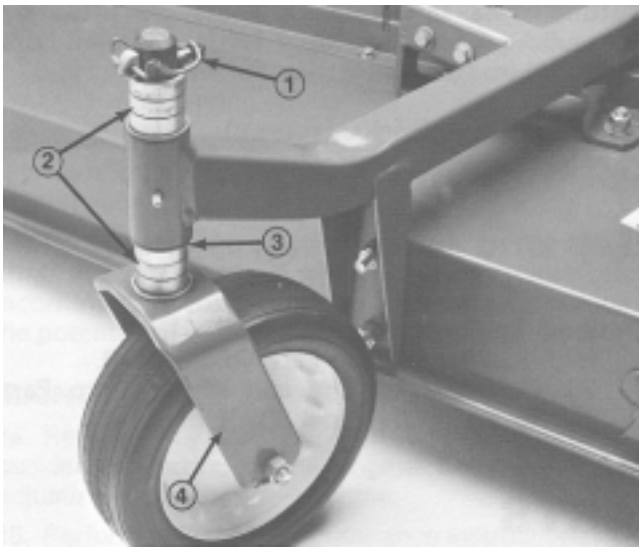

Figure 1
3. Slide spacers onto castor spindle to get desired height–of–cut: refer to Height–of–Cut Chart, Page 10. Slide thrust washer onto spindle, push large caster spindle through front caster arm and small caster spindle through rear caster arm, install remaining spacers onto spindle and install lynch pin to secure assembly (Fig. 1, 2).
IMPORTANT: Thrust washer -- not the spacers -- must contact the bottom of the caster arm (Fig. 1, 2).
Note: Insert lynch pin in front side of spindle with caster wheels pointed in a forward direction (Fig. 1, 2).